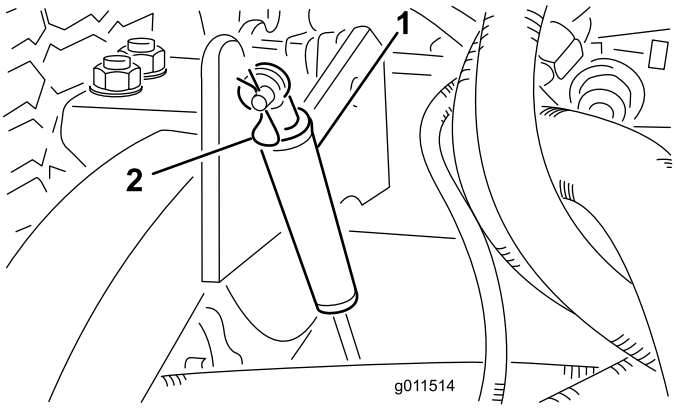

Figuur 75
2. Verwijder de R-pen waarmee de dempers zijn bevestigd aan de hefarmen (Figuur 75).